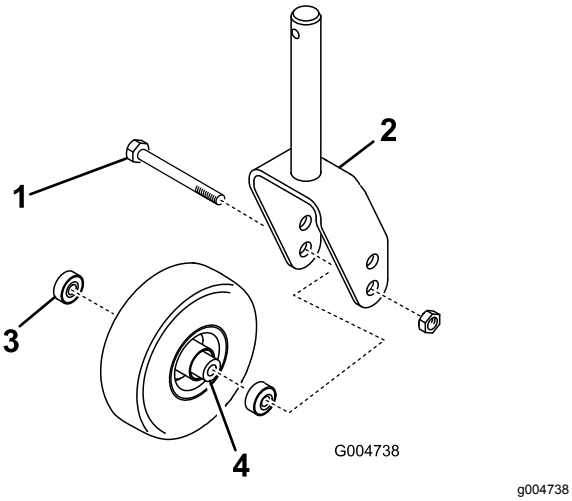

Figur 129
1. Skru låsemøtrikken af bolten, der holder styrehjulsenheden i styrehjulsgaflen eller styrehjulsdrejearmen (Figur 129).
2. Tag fat i styrehjulet, og skyd bolten ud af gaflen eller drejearmen (Figur 129).
3. Fjern lejet fra hjulnavet, og lad lejeafstandsbøsningen falde ud (Figur 129).
4. Fjern lejet fra den modsatte side af hjulnavet (Figur 129).